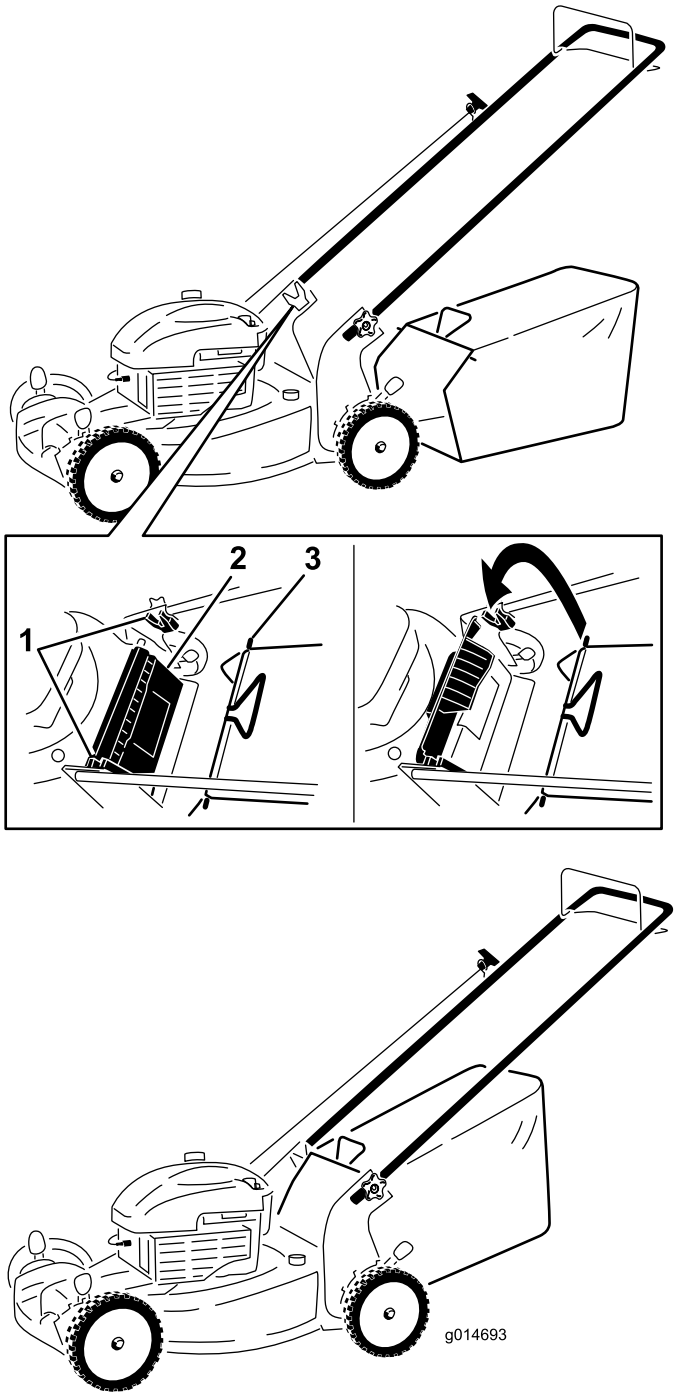

Figuur 13
1. Zet de afvoergeleider aan de achterzijde omhoog en houd hem in deze stand (Figuur 13).
2. Plaats de graszak en zorg ervoor dat de pennen van de zak in de inkepingen op de handgreep rusten (Figuur 13).